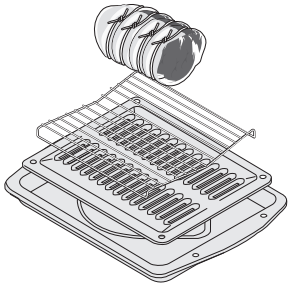

**Figure 21: Broil pan, insert, and roasting rack**
4. Place meat (fat side up) on insert (Figure 21). Place prepared food on oven rack and slide into oven.
- Use the broiler pan and insert, as well as the roasting rack (Figure 21) (some models). The broiler pan will catch grease spills, and the insert will help prevent splatters. The roasting rack will hold the meat.
- Always use the broiler pan and its insert when broiling, if included. It allows the dripping grease to be kept away from the high heat of the broil element (Figure 21).